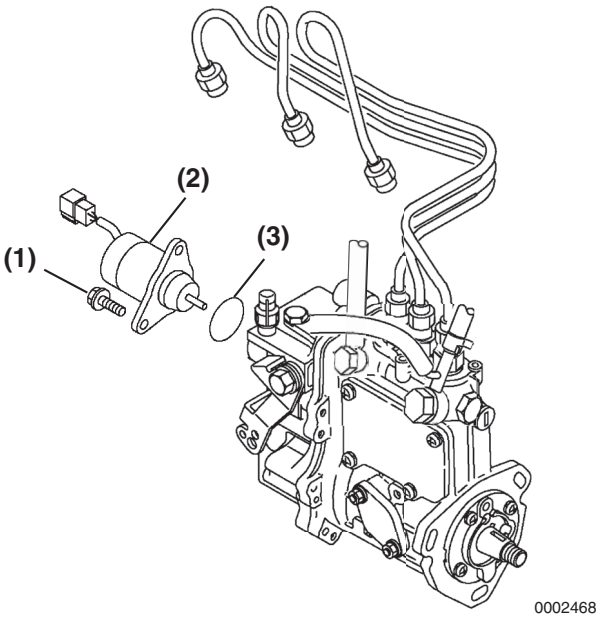

Figure 7-22
3. Remove two screws **(Figure 7-22, (1))**. Remove the stop solenoid **(Figure 7-22, (2))** and O-ring **(Figure 7-22, (3))**.